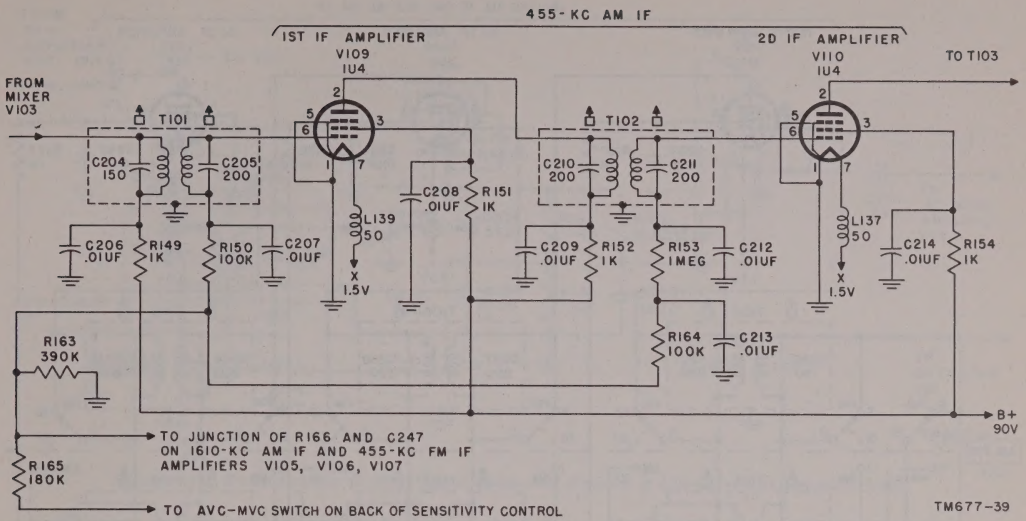

Figure 39. Radio Receiver R-395/PRD-1, functional diagrc n of 455-kc am if. amplifiers.
d. The rf signal from second rf amplifier V102 is fed through coupling capacitor C178 and parasitic suppressor grid resistor R131 to the signal grid (pin 6) of V103. The output of local oscillator V104 is fed through injection capacitor C184 to the first control grid (pin 4) of V103. The plate circuit of V103 is a tuned inductance-capacitance (LC) circuit. On bands 1, 3, 4, 5, 6, and 7, the plate circuit is tuned to 455 kc which is the difference in frequency between the signal received from second rf amplifier V102 and the signal received from local oscillator V104. On band 2, the plate circuit is tuned to 1,610 kc which again is the difference in frequency between the signal received from second rf amplifier V102 and the signal received from local oscillator V104. The intermediate frequency signal is fed to V109 (fig. 39) for am signals on bands 1, 3, 4, 5, 6, and 7;
76. If. Amplifiers, 455-Kc Am (fig. 39)